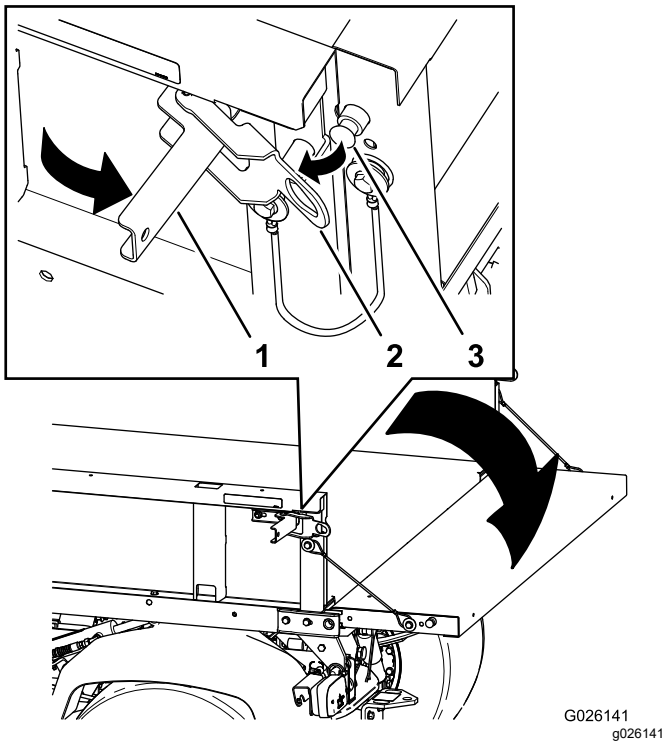

Figur 16
2. Öppna spärrhakarna på vänster och höger sida av lastflaket och sänk ner flakskyddet (Figur 16).